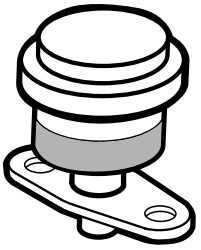

Figur 47
Utför bara service på luftrenarens huvudfilter när serviceindikatorn (Figur 47) anger att det krävs. Om du byter luftfiltret tidigare ökar det risken för att smuts kommer in i motorn när filtret har avlägsnats.
1. Kontrollera filtrets blockeringsindikator. Luftfiltret måste bytas ut om indikatorn är röd (Figur 47).